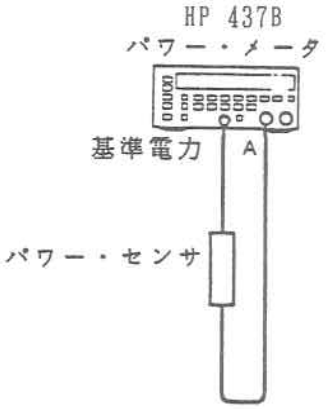

図 3-1.　フロント・パネル・チェックのセットアップ
4. パワー・センサをPOWER REF と明示されているコネクタに接続します（図3-1 を参照）。